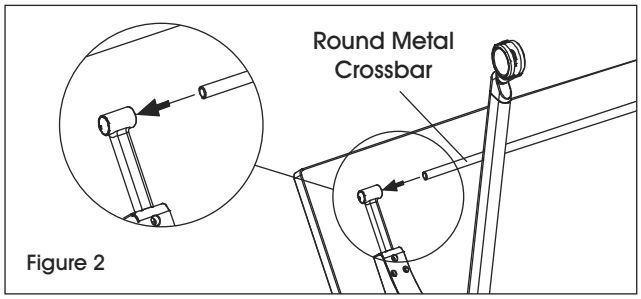

Figure 2
2. Insert round metal crossbar (6) into the round end of the leg attached to the tabletop. (See Figure 2)